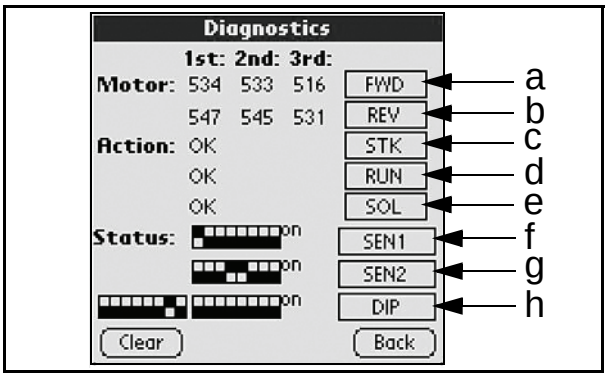

Figure 7-10 Diagnostics Screen Functions
9. The **Diagnostics** Screen shown in Figure 7-10 "a" through "h" is used to test the following DBV functions: